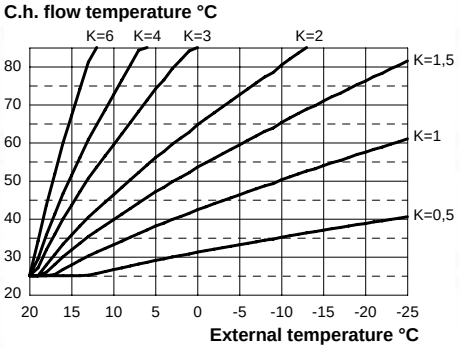

Fig. 7.16
If the boiler is **EQUIPED** with the remote control (optional) refer to Fig. 7.16.
When installing the external probe it is necessary to set this parameter based on the efficiency of the heating plant in order to optimise the flow temperature (Fig. 7.16).
E.g. In order to have a flow temperature at the heating plant of 60°C with an external temperature of -5°C, set a K at 1.5 (sectioned line in Fig. 7.16).
- Using keys 15 or 16 it is possible to change the value of parameter 15 from a minimum of **01** to a maximum of **60** based on the selected bend of the K coefficient in Fig. 7.16 (the value read on the display corresponds to K coefficients decimal values).